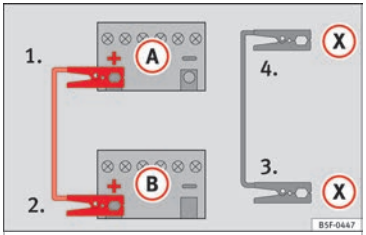

Afb. 76 Verbindingsschema voor wagens met start-stopsysteem.
– *In wagens met start-stopsysteem:* een uiteinde van de *zwarte* (X) startkabel op een geschikt massapunt, een massief metalen onderdeel van het motorblok of aan het motorblok zelf klemmen ››› **afb. 76**.
5. Sluit het andere uiteinde van de *zwarte* startkabel (X) in de wagen met ontladen accu aan op een massief metalen deel vastgeschroefd aan het motorblok of aan het motorblok zelf, echter niet in de buurt van de accu (A).